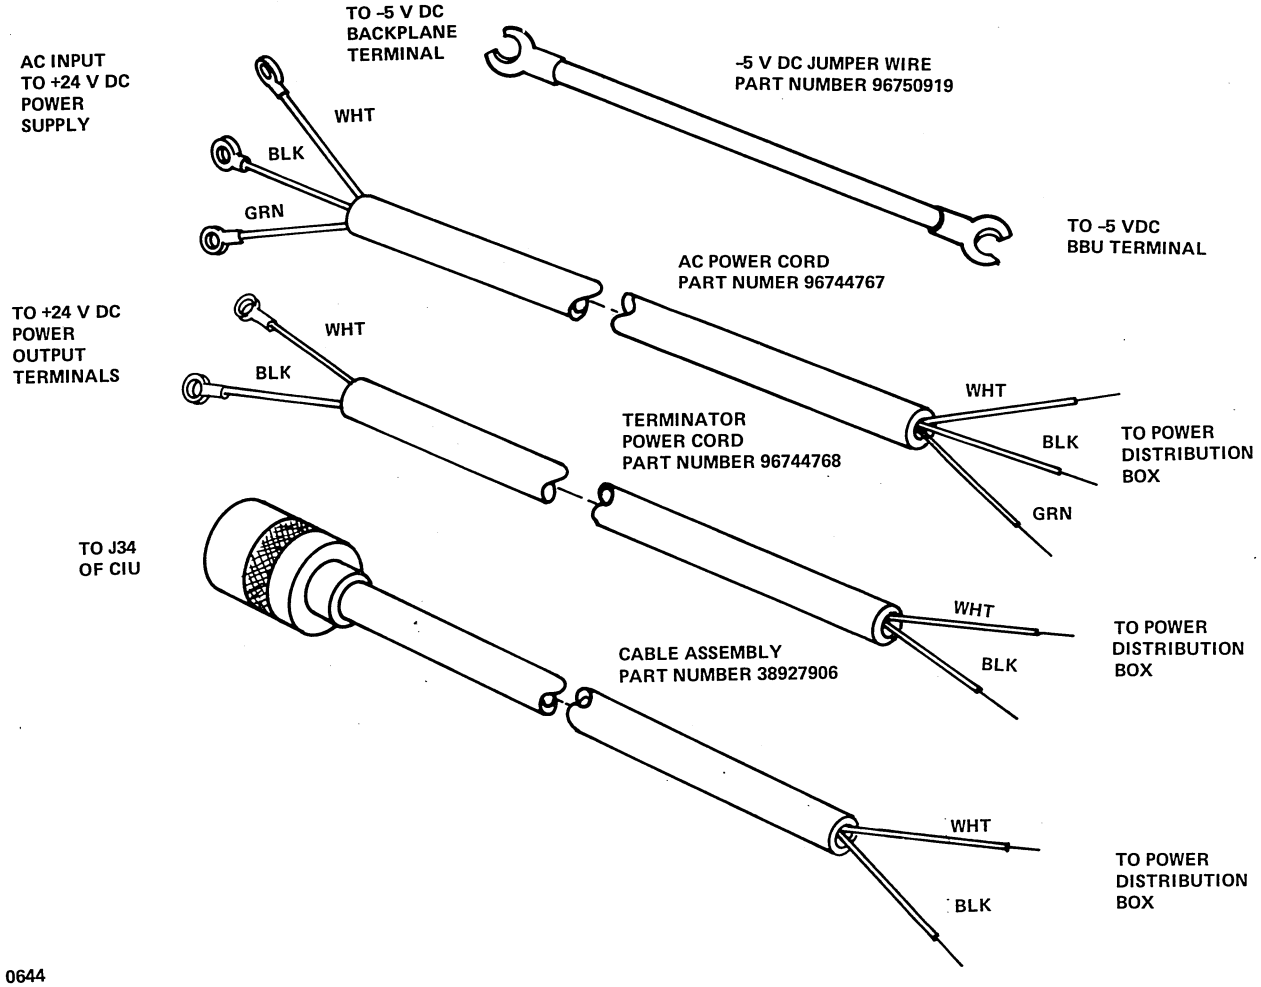

Figure 16-2. Power Supply Installation Kit Cables
2. Remove the cover that surrounds the toggle switch and two reset circuit breakers from the power distribution box located at the base of the computer interface unit cabinet. Then attach the ac and dc cables (figure 16-2).